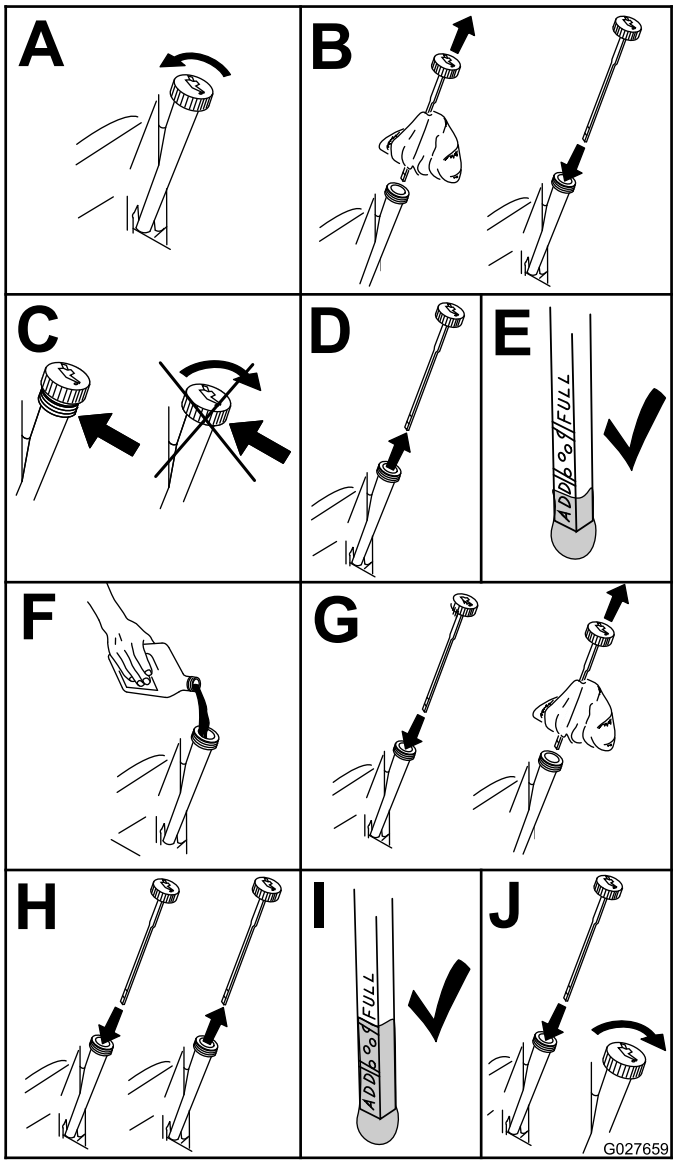

Figur 39
4. Kontrollera oljenivån i motorn (Figur 39).